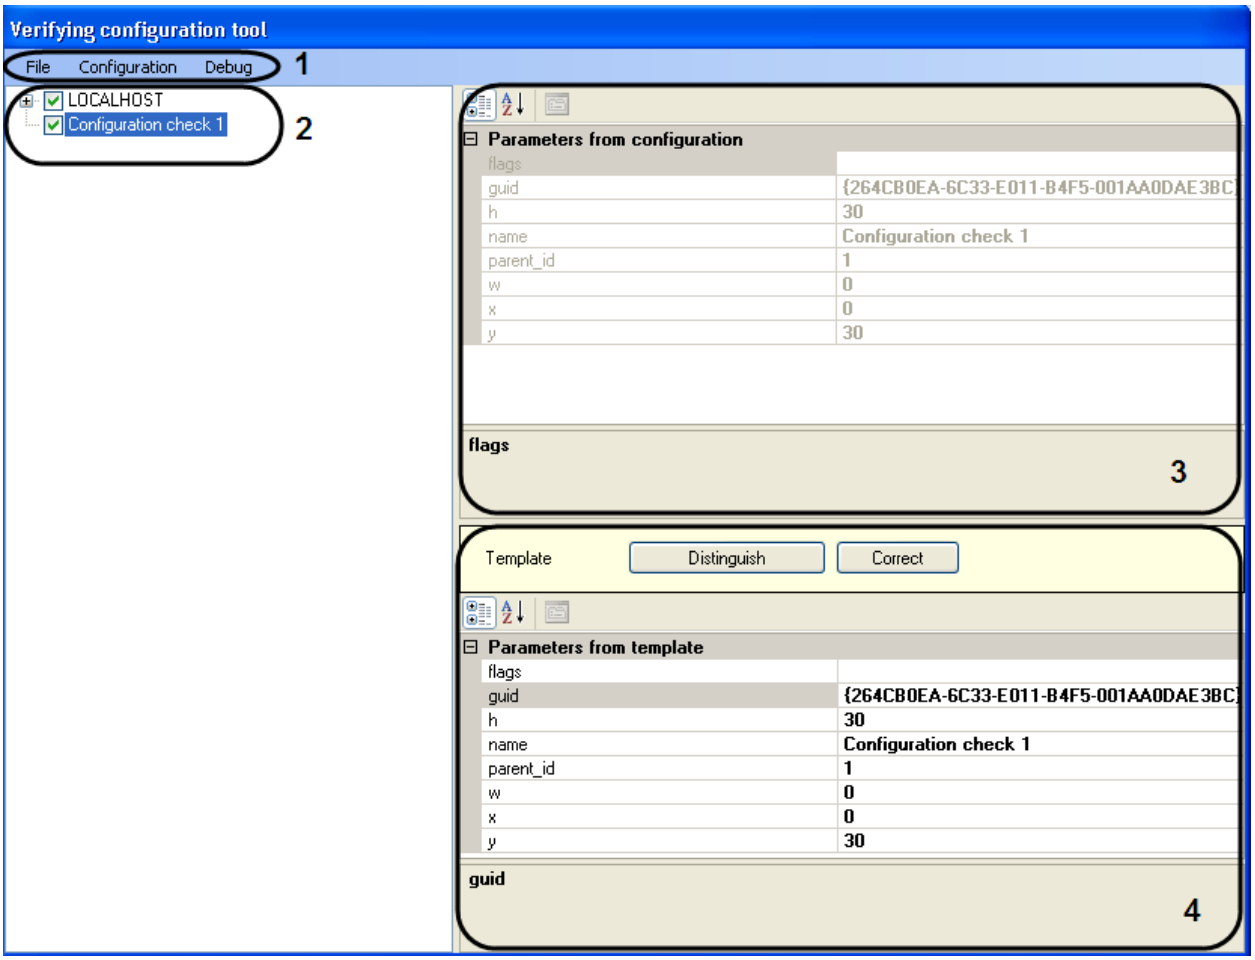

Figure 12.14-6 The "Configuration check" tool
1. The toolbar (Figure 12.14-6, 1).
2. The objects tree of INTELLECT™ software (Figure 12.14-6, 2).
3. The field of object parameters from INTELLECT™ configuration (Figure 12.14-6, 3).
4. The field of object parameters from a template (Figure 12.14-6, 4).